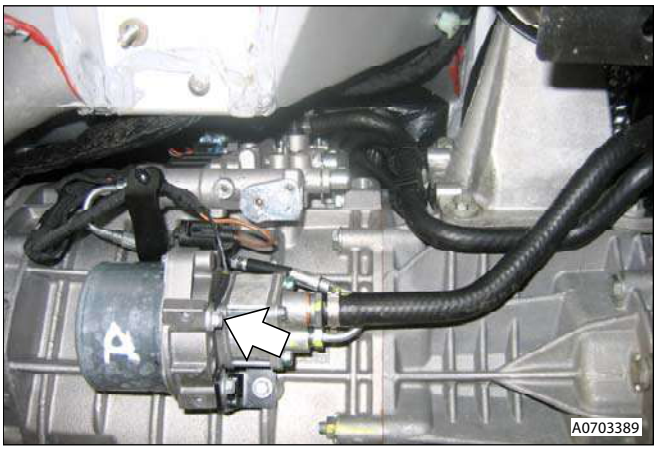

Figure 2
5. Remove ground eye from pump body (bolt x1) (see Figure 2).